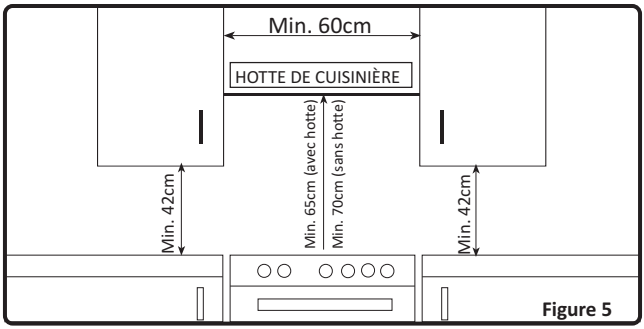

Figure 5
- La cuisinière peut être placée près d'un autre meuble, mais veillez à ce que la hauteur des meubles environnants ne dépasse pas la hauteur de la cuisinière (voir fig. 5).
- La hauteur minimum entre le plan de cuisson et la hotte (ou les éléments muraux) est indiquée la fig. 5. La hotte d'évacuation doit être située à au moins 65cm du plan de cuisson. S'il n'y a pas de hotte, la hauteur du meuble situé au-dessus du plan de cuisson ne doit pas être inférieure à 70cm.